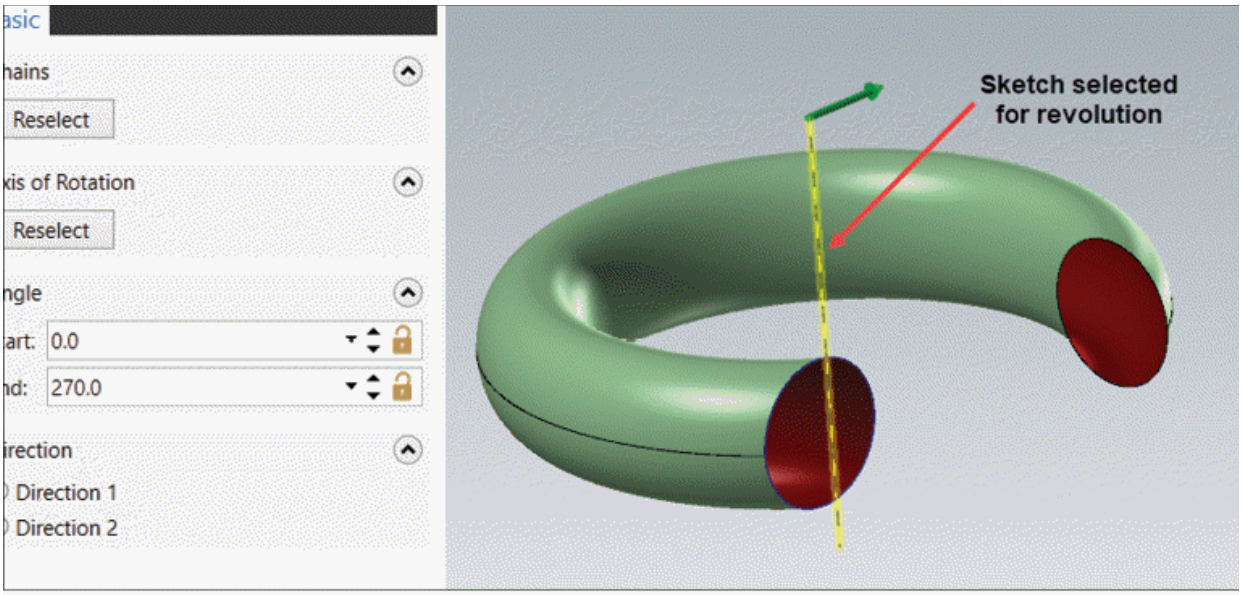

Figure-25. Preview of revolve surface
- Select desired line/edge to be used as axis of rotation. Preview of revolve surface will be displayed; refer to Figure-25.